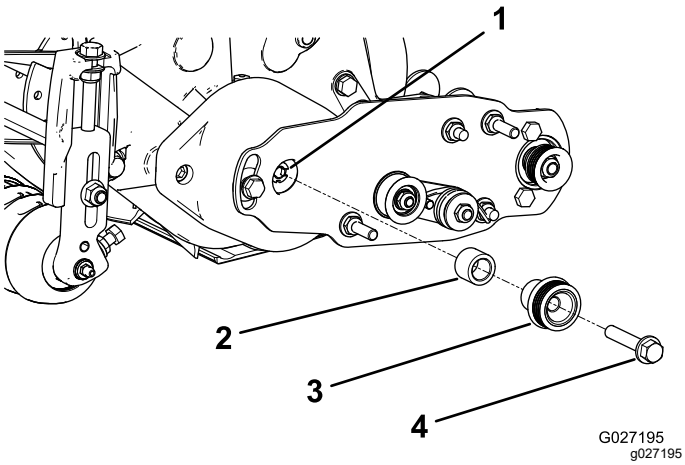

**Figur 15**
1. För in distansbrickan på axeln i lagerhuset (Figur 15).
2. För in drivskivan i distansbrickan och på drivaxeln (Figur 15).
3. Fäst skivan och distansbrickan på drivaxeln med en flänsskruv (⅜ x 2 tum), se Figur 15.